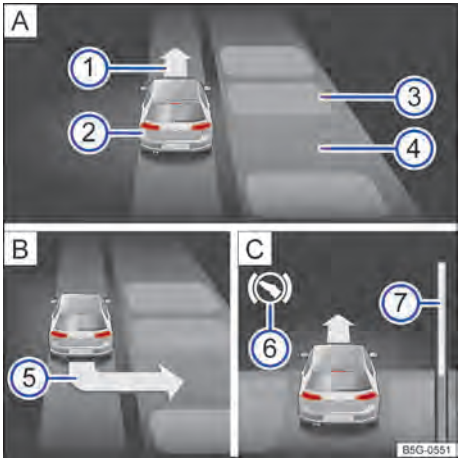

Fig. 117 No display do instrumento combinado: estacionar lado a lado. A Procurar uma vaga de estacionamento. B Posição para estacionar. C Manobrar. ▶
– Estacionar ao aparecer no display do instrumento combinado a indicação de estacionamento → Fig. 117 ⑤ → Página 154.
Legenda da → Fig. 117 (modo de estacionamento lado a lado com marcha a ré):
– Frear quando soar um alarme sonoro indicando para mudar de direção, acender a seta → Fig. 117 1 A, acender o símbolo branco ⊘ ou mostrar uma mensagem.